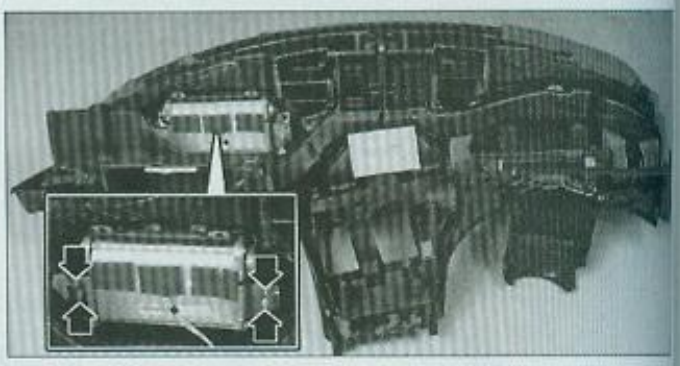

FIG. 8
• Déposer les 4 vis de fixation de l'airbag passager **(Fig.8)**.